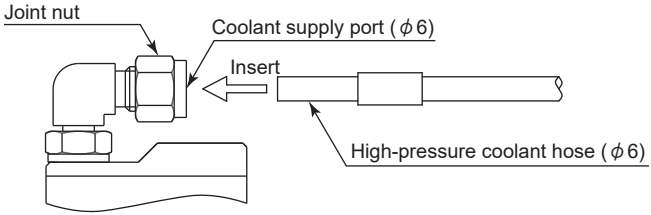

Fig. 21
(1) Insert the high-pressure coolant hose (diameter ϕ6 mm) fully into the coolant supply port (diameter ϕ6 mm), and turn the joint nut clockwise to tighten it. (Fig. 21)